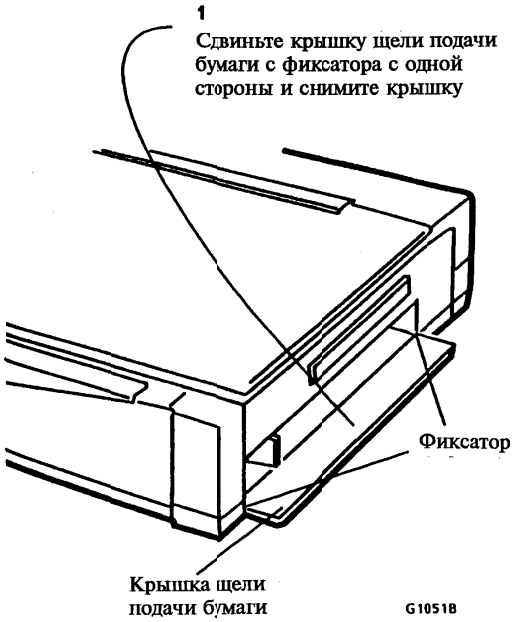

Рисунок 5. Снятие крышки щели подачи бумаги
1. (Рисунок 5): Снимите крышку щели подачи бумаги.